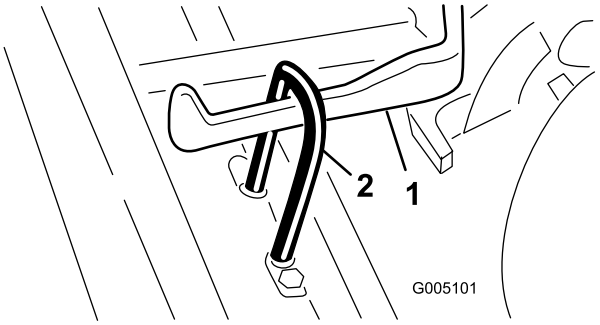

Figur 8
3. Skyv klippeenheten under trekkrammen, og fest løftevalsen på løftearmen (Figur 8).